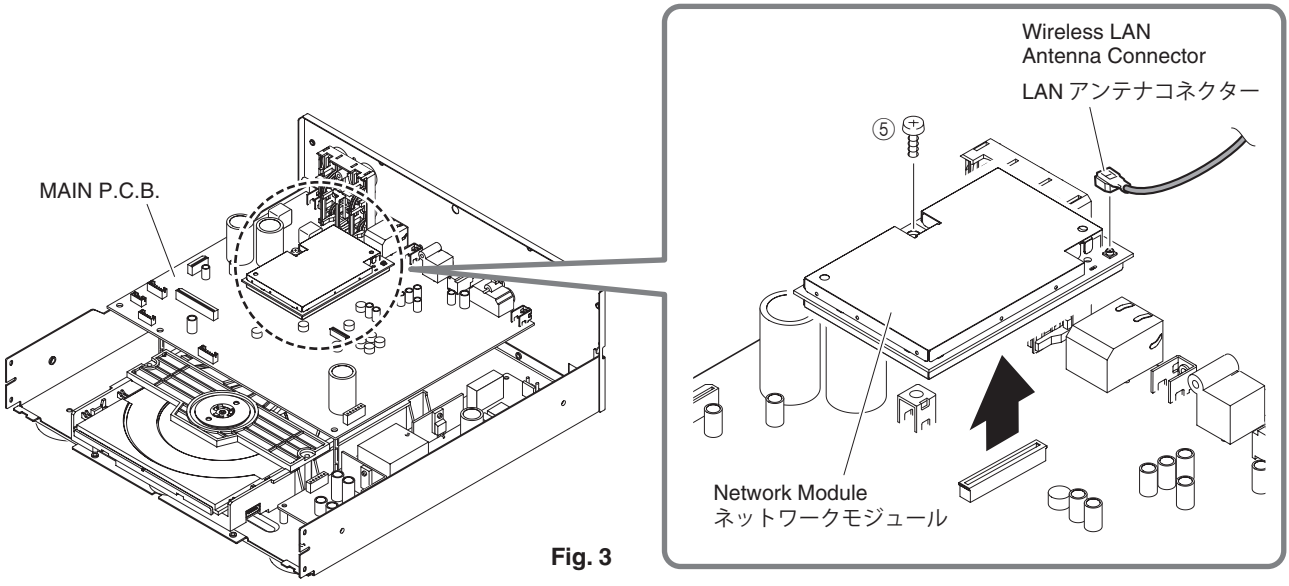

Fig. 3
2. Removal of Network Module (Fig. 3)
b. Remove screw ⑤ .
2. ネットワークモジュールの外し方（Fig. 3）
b. ⑤のネジ 1 本を外します